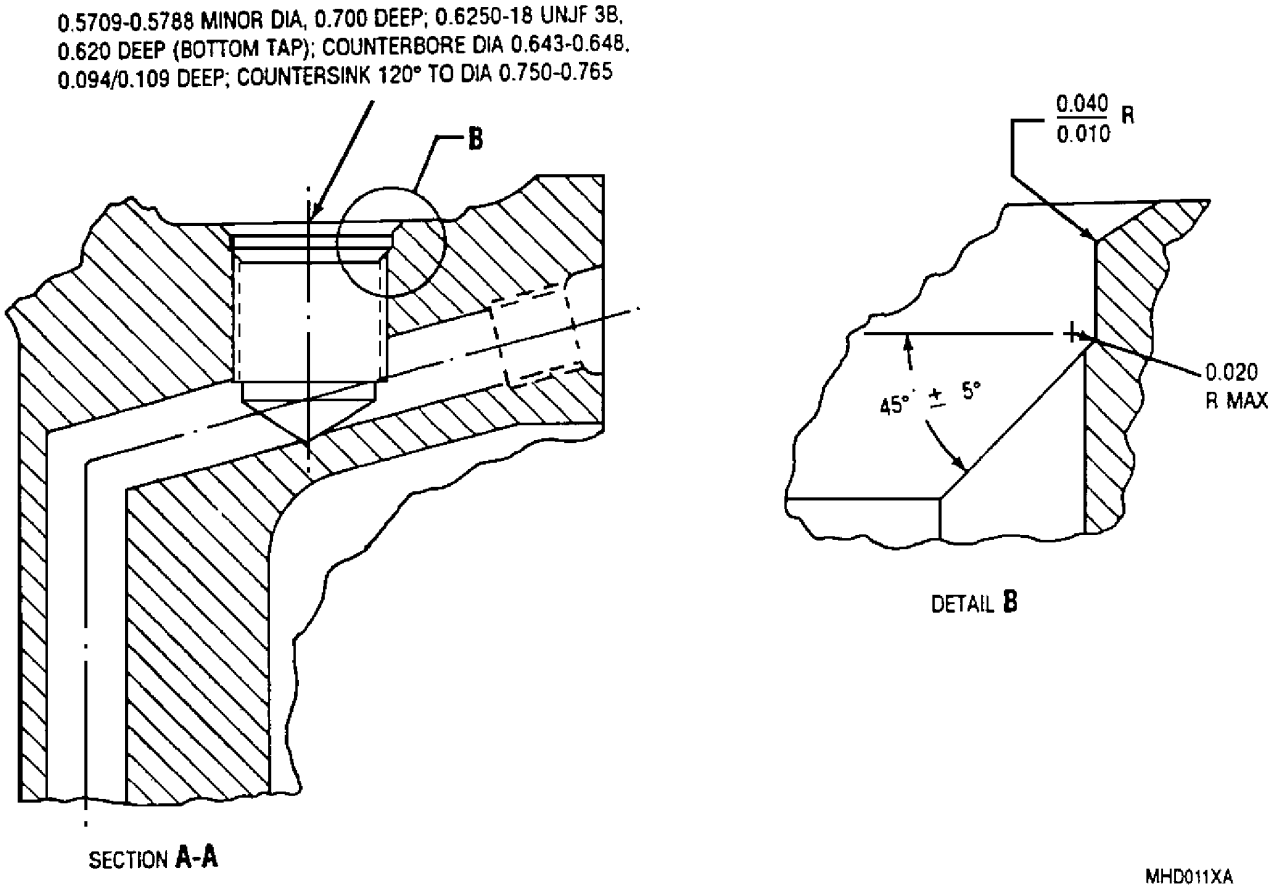

Figure 2. Accessory Drive Housing External Scavenge Oil Tube Union Thread Repair
c. Rework external scavenge oil tube union threads as follows (figure 2).